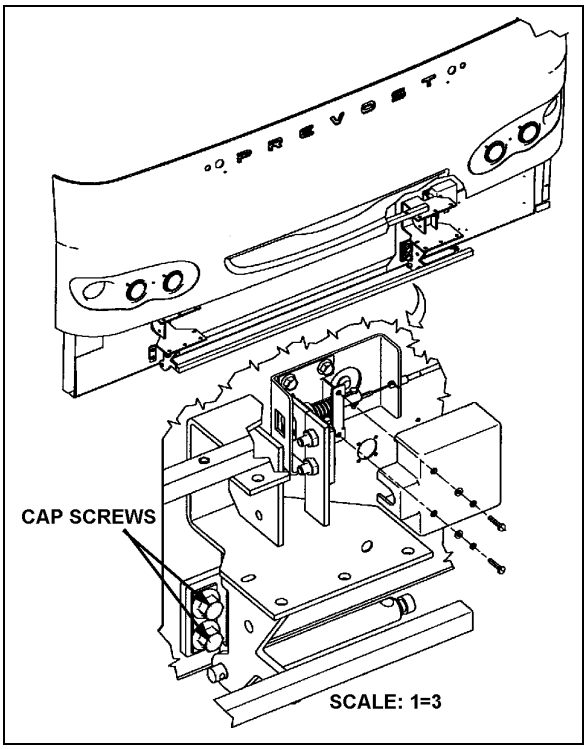

FIGURE 11: FRONT BUMPER ASSEMBLY 18499
2. Remove 4 cap screws holding bumper to vehicle and remove bumper (Fig. 11).